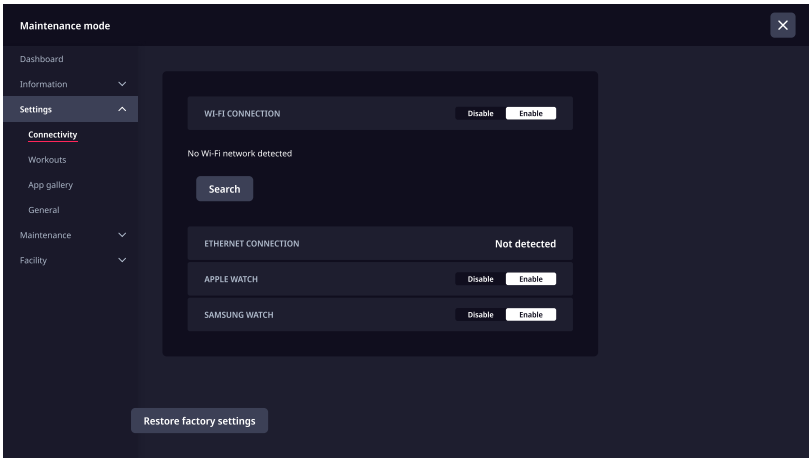

Fig. 59 Shown with Wi-Fi disabled and no Ethernet connection
1. From the Connectivity sub-menu tap Enable on Wi-Fi Connection to enable Wi-Fi or reset Wi-Fi connection. Button will illuminate. (Fig. 59)